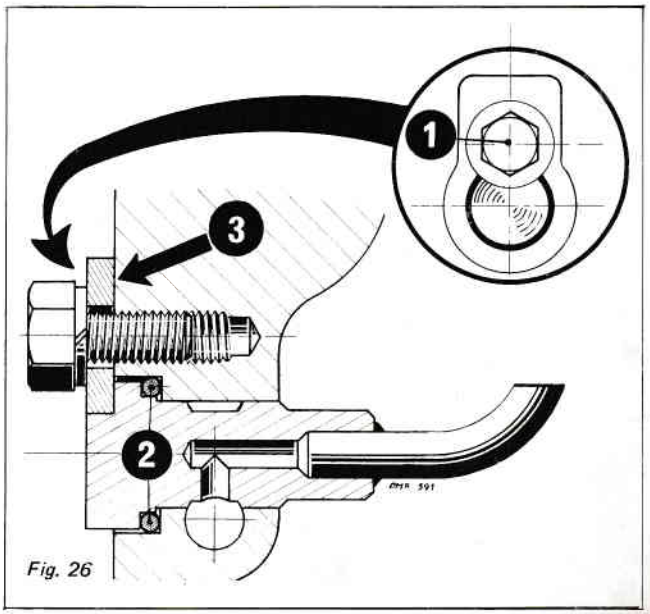

Fig. 26
*La rondelle (3) vient se loger dans l'empreinte de la tête de la pissette de graissage.*
*La vis (1) une fois serrée, la pissette se trouve en position. (Fig. 26)*